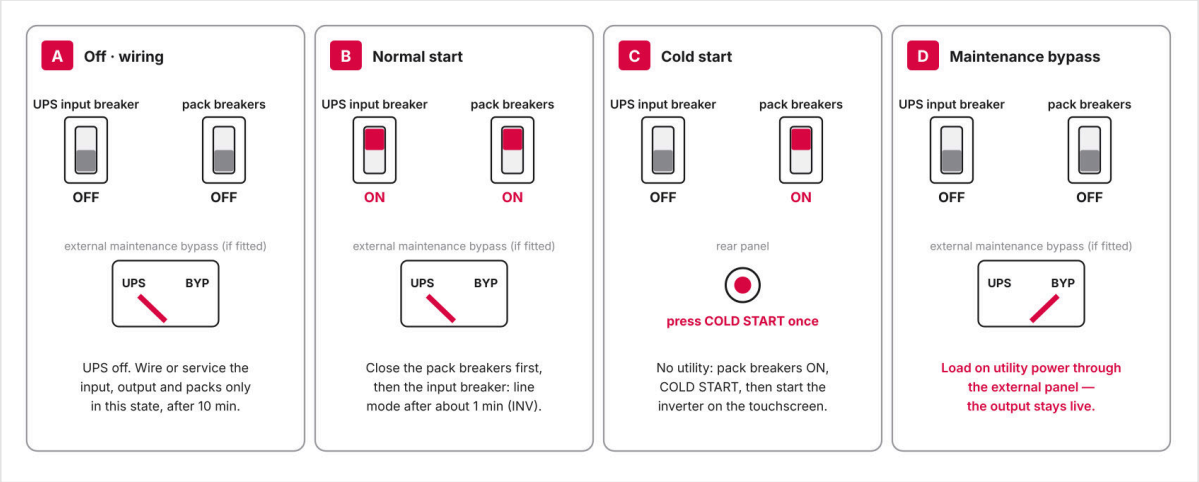

FIGURE 6-1 Breaker states A to D — red ON, gray OFF
1. Check that the input breaker (1 in Figure 4-1) and every pack breaker are OFF (Figure 6-1, A).
1. Open the UPS input breaker and the pack breakers (Figure 6-1, A).
1. Close the pack breakers, then the input breaker (Figure 6-1, B). The fans start and the touchscreen lights.
3. Open the input breaker, then the pack breakers, to switch the UPS off completely (Figure 6-1, A).
2. Switch the external maintenance bypass to BYPASS (Figure 6-1, D).